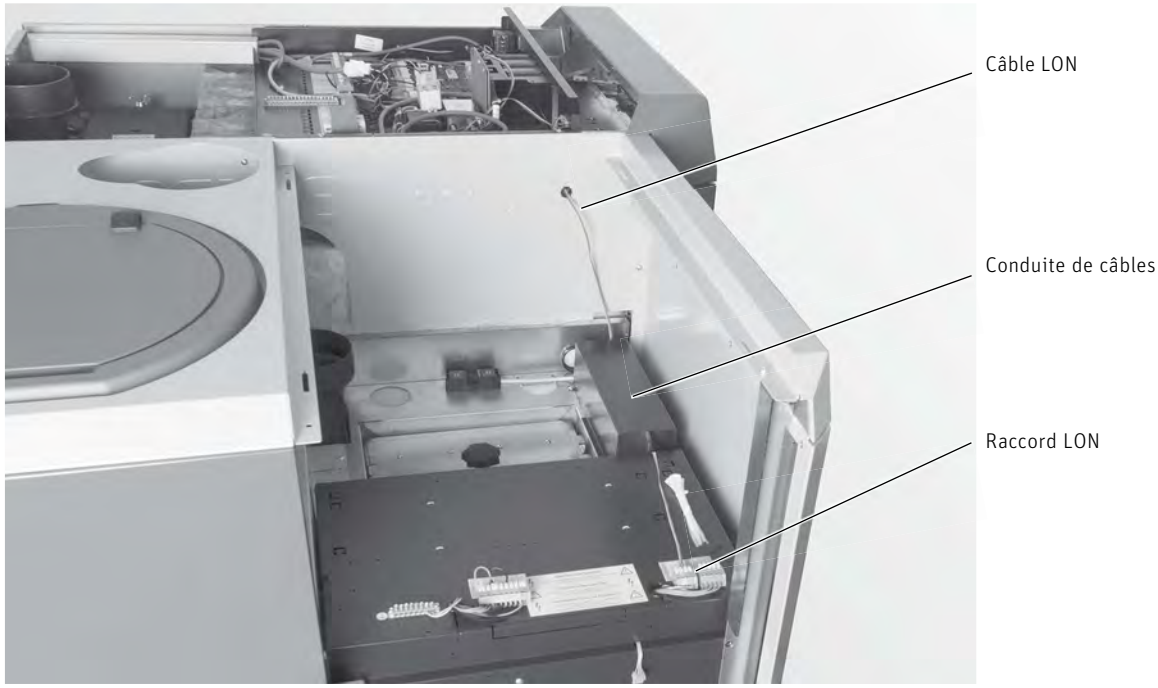

Fig. 161 Pose du câble LON
– Contrôler le câble de connexion LON chaudière à pellets/chaudière à gazéification. Le cas échéant, le poser conformément à 2.4.35 – Fig. 161.